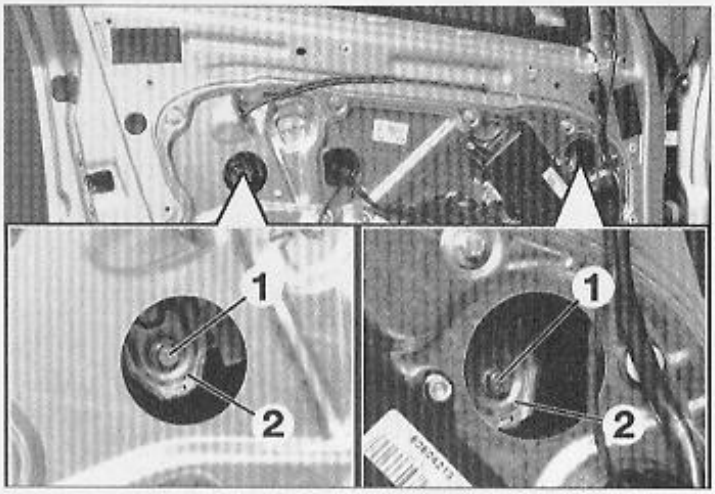

FIG. 42
- Déposer les caches bouchant l'accès aux vis (1) **(Fig.42)**.